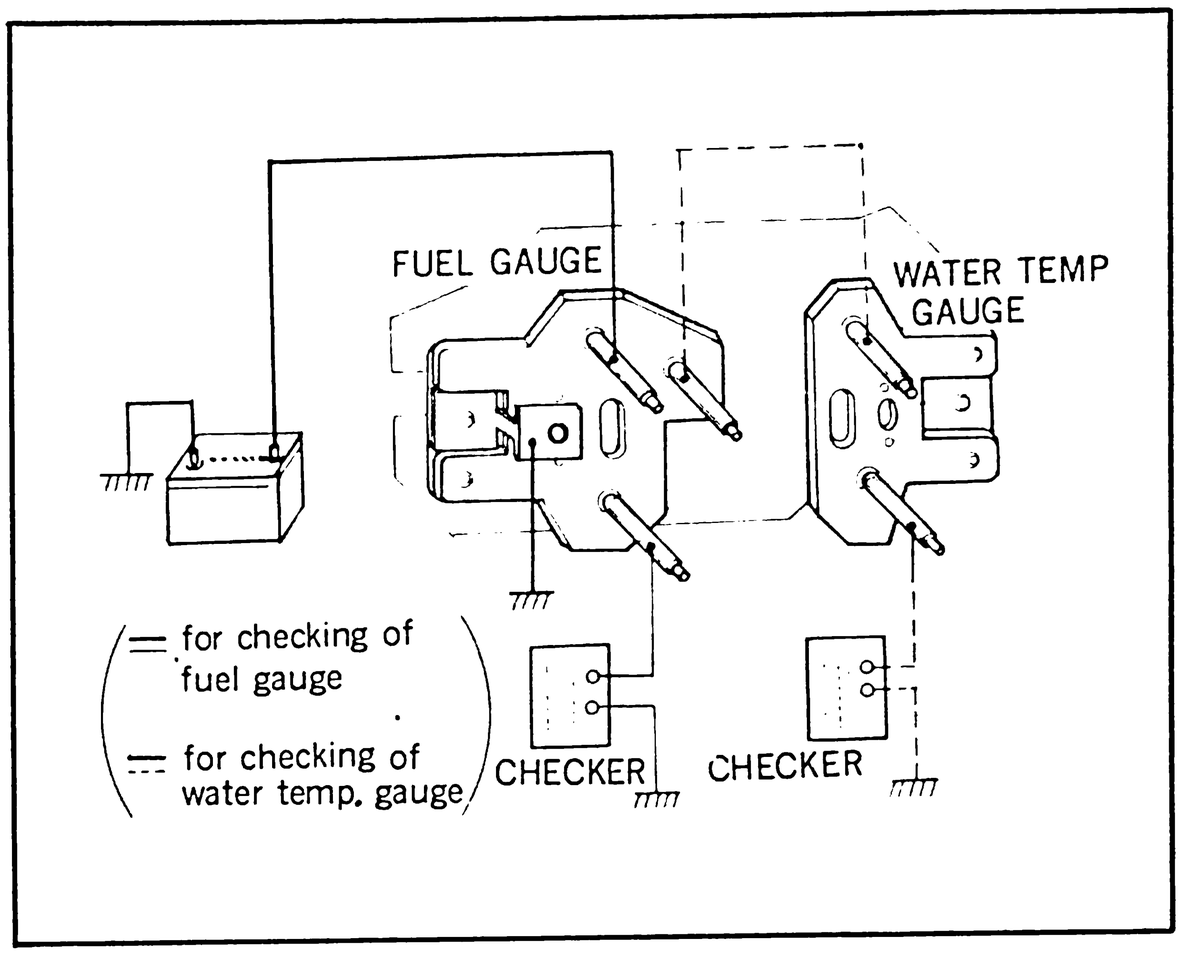

Fig. 5-24 Checking the gauges (off the car)
- When checking these gauges removed from the car, connect the battery and the checker to the gauges as shown in Fig. 5-24.